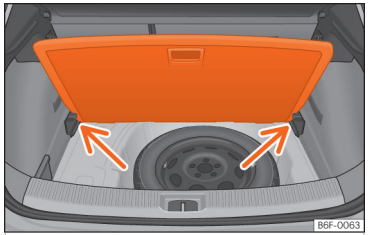

Abb. 145 Variabler Gepäckraumboden: geneigte Stellung.
- Legen Sie den Gepäckraumboden auf die dafür vorgesehenen Aufnahmen ››› (Abb. 145) (Pfeile).